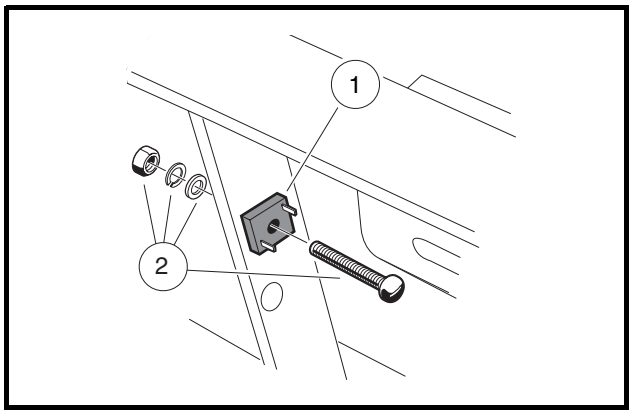

Figure 12-35 Voltage Limiter
3. Disconnect wires from the voltage limiter (1) **(Figure 12-35, Page 12-31)**.
4. Remove the mounting hardware (2) from the voltage limiter and remove it from the vehicle.
1. Mount the voltage limiter to the frame using the mounting hardware. Tighten to 25 in-lb (2.8 N·m) **(Figure 12-35, Page 12-31)**.